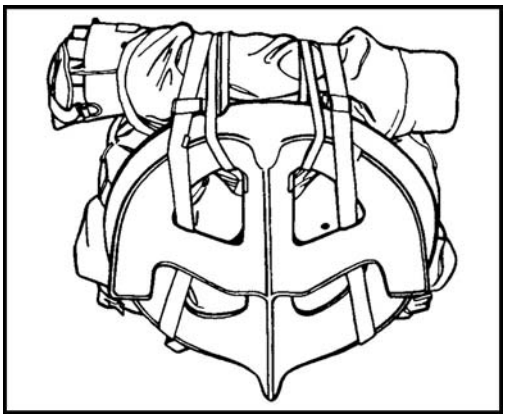
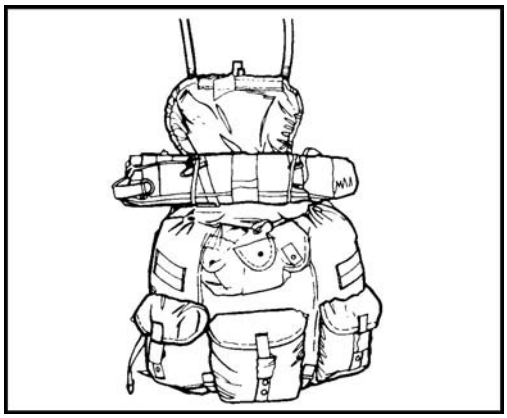
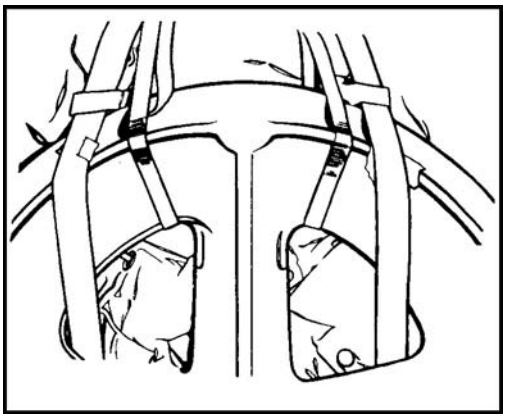
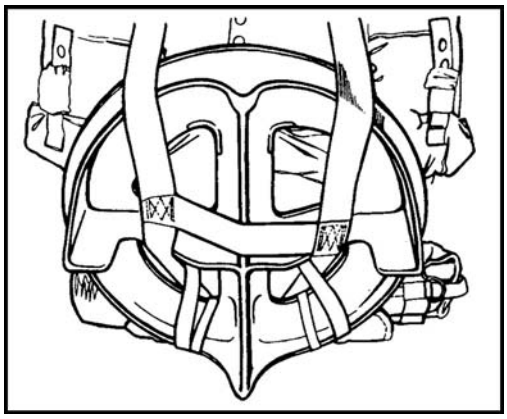

Figure 12-24. Aiming posts packed and secure.
Figure 12-25. Large baseplate secured to frame.
Figure 12-26. Pack adjusting straps routed through baseplate.
Figure 12-27. H-harness secured to pack and baseplate.
c. **Ammunition Bearer**. Place the aiming posts under the top flap of the pack and secure with 1/4-inch cotton webbing to the top of the frame (Figure 12-24). Place the large baseplate over the outer accessory pouches and secure to the top of the frame with 1/2-inch tubular nylon webbing (Figure 12-25). Route the free-running ends of the pack adjusting straps through the baseplate (over, under, and over) and secure (Figure 12-26). Secure the H-harness to the pack and baseplate, ensuring that the equipment retainer straps are routed under the baseplate (top of the ALICE pack) (Figure 12-27) and over the baseplate (bottom of the ALICE pack).